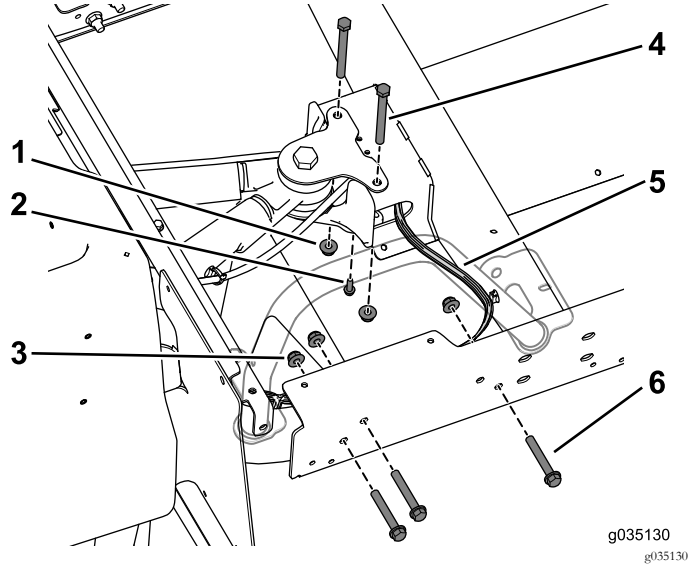

Figura 67
7. Retire los pernos y las tuercas con arandela prensada que sujetan el soporte del brazo de giro al perfil central (Figura 67).